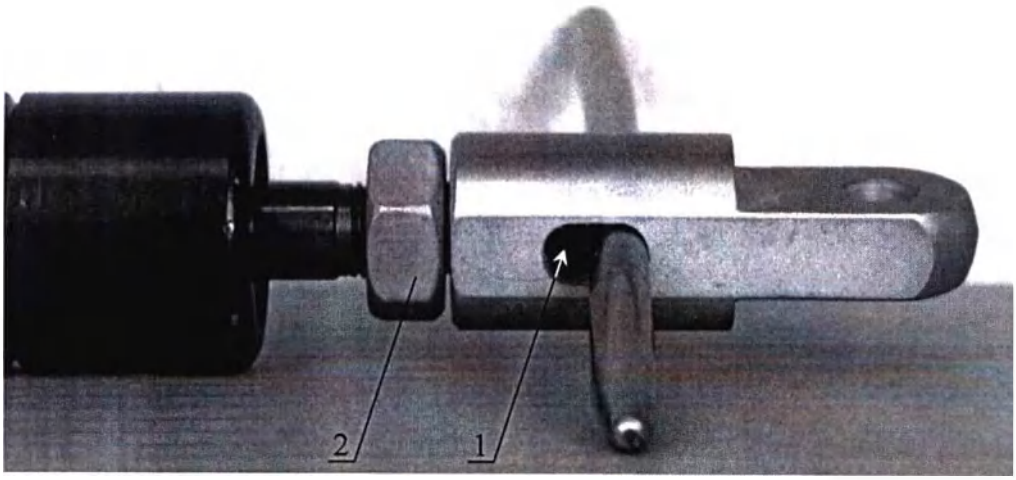

Рисунок 23. Регулировка газовых пружин.
2.5.2 Вставьте пруток ∅5 в паз головки (Рисунок 23) и вверните головку до соприкосновения с фиксатором пружины 1, затяните гайку 2.